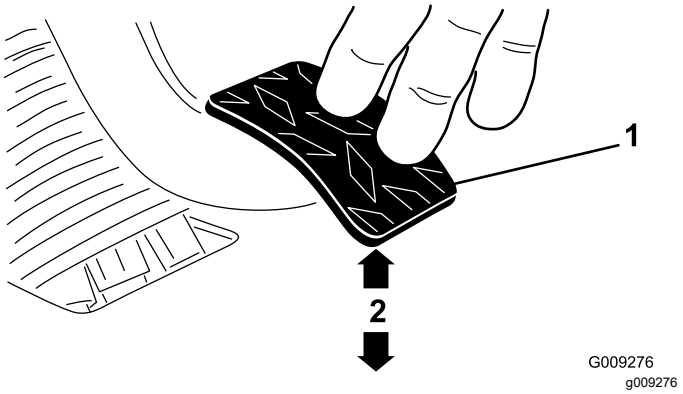

Figuur 64
3. Stel de contramoeren of kogelverbinding zo af dat het achterste deel van het koppelingspedaal 9,2 tot 9,8 cm is verwijderd van de bovenkant van het ruitprofiel van de antislipvloerplaat, wanneer u een kracht van 1,8 kg uitoefent op het pedaal (Figuur 64).